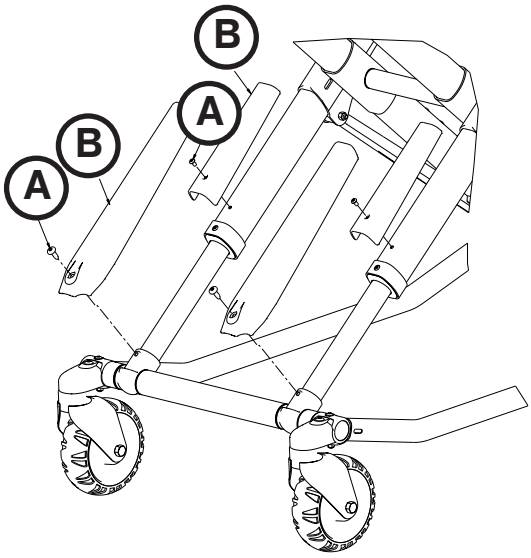

Figura 79
2. Com uma chave T27 Torx, retirar o parafuso de cabeça Truss (A) que fixa a protecção da estrutura em X (B) no tubo interior (consultar Figura 79).
4. Retirar a protecção da estrutura em X do tubo e pô-la de parte para reutilizar no novo tubo exterior (consultar Figura 79 na página 7-72).